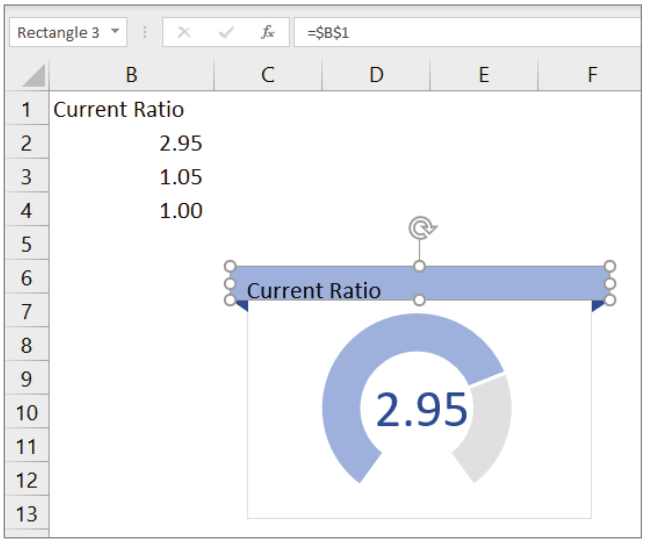

Figure 6.13: Use a formula to show text in a shape.
13. Select the rectangle and enter **=$B$1** in the formula bar, as shown in Figure 6.13.